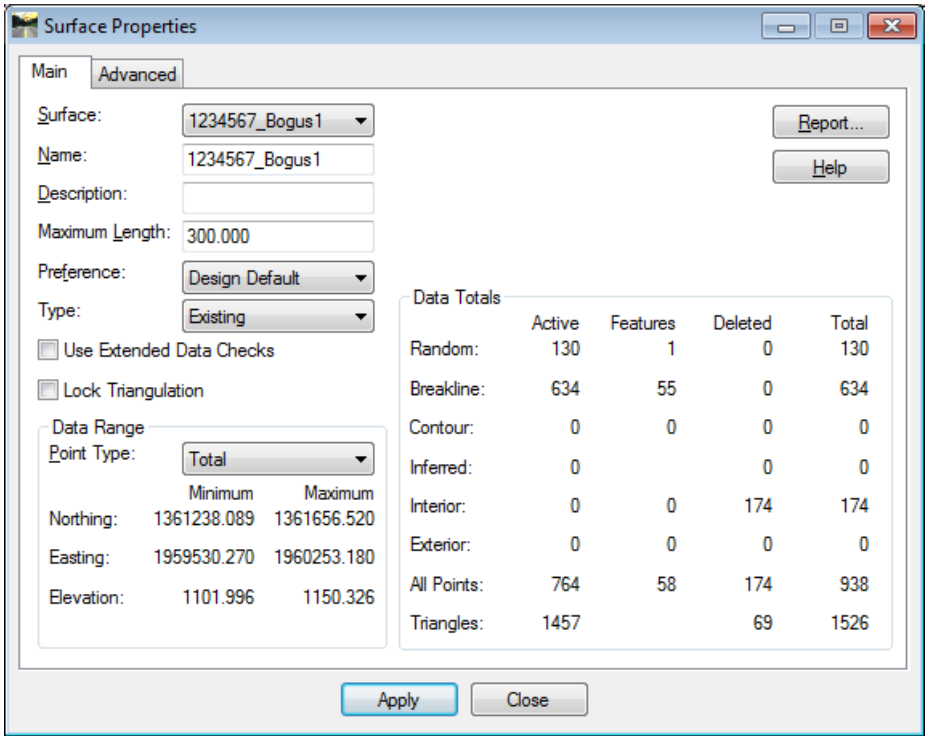
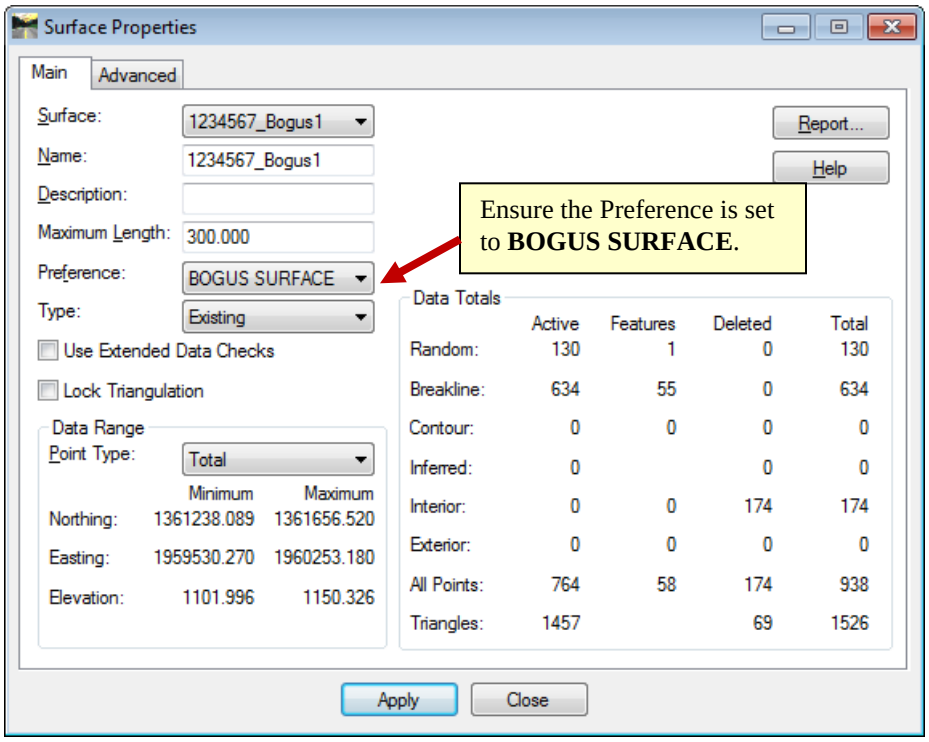
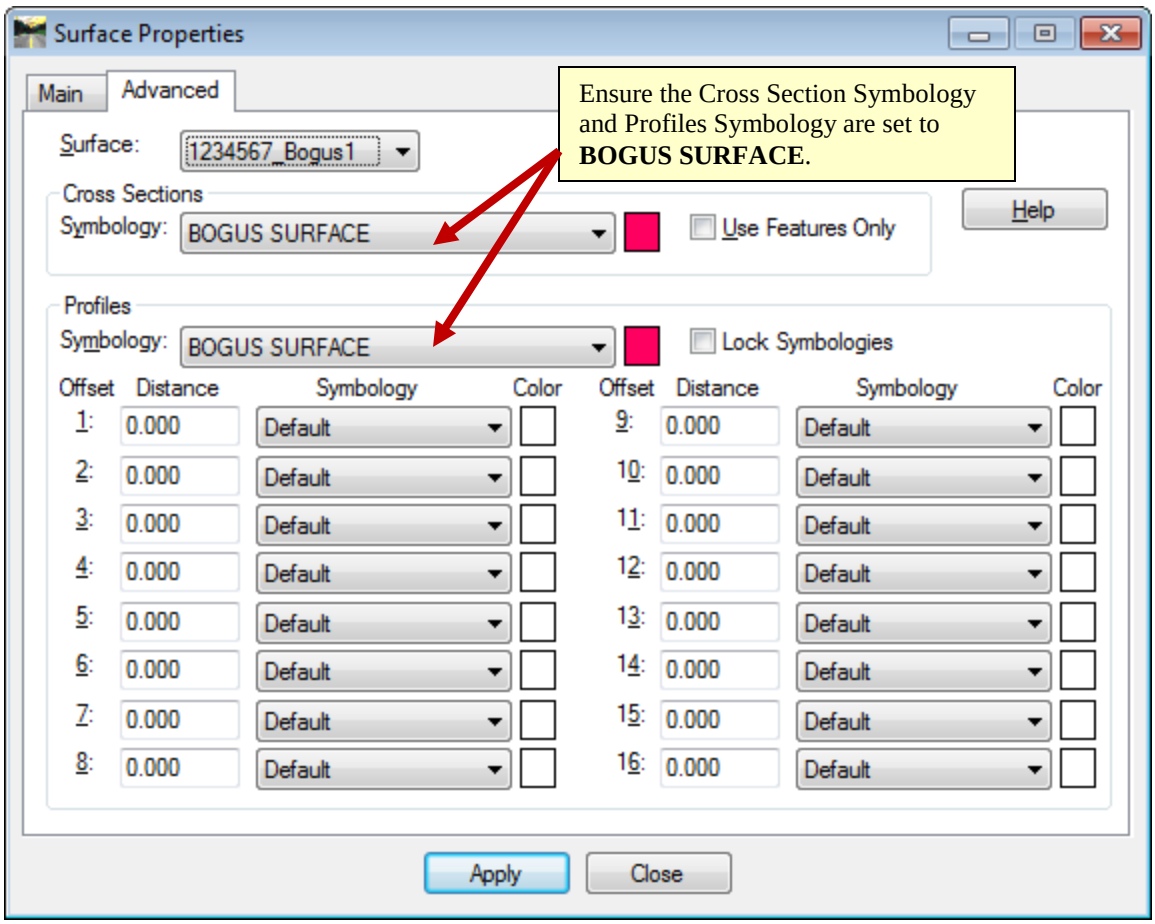

Figure L8-113 Surface Properties
Figure L8-114 Surface Properties
Figure L8-115 Surface Properties
• Right mouse click over the Surface **1234567_Bogus1** and select **Properties**. The **Surface Properties** dialog opens as shown in *Figure L8-113*. • In the **Surface Properties** dialog, use the pull down arrow to select the **Preference: *BOGUS SURFACE***. • Ensure your entries match those shown in *Figure L8-114*. (Please Note that your numbers may not match the screen capture exactly due to differences in the creation of the border of the Bogus DTM). • In the **Surface Properties** dialog, click the **Advanced** tab. • Use the pull down arrows to select ***BOGUS SURFACE*** for both the **Cross Sections: Symbology** and the **Profiles: Symbology**. • Ensure your entries match those shown in *Figure L8-115*. • Click **Apply** and **Close**.